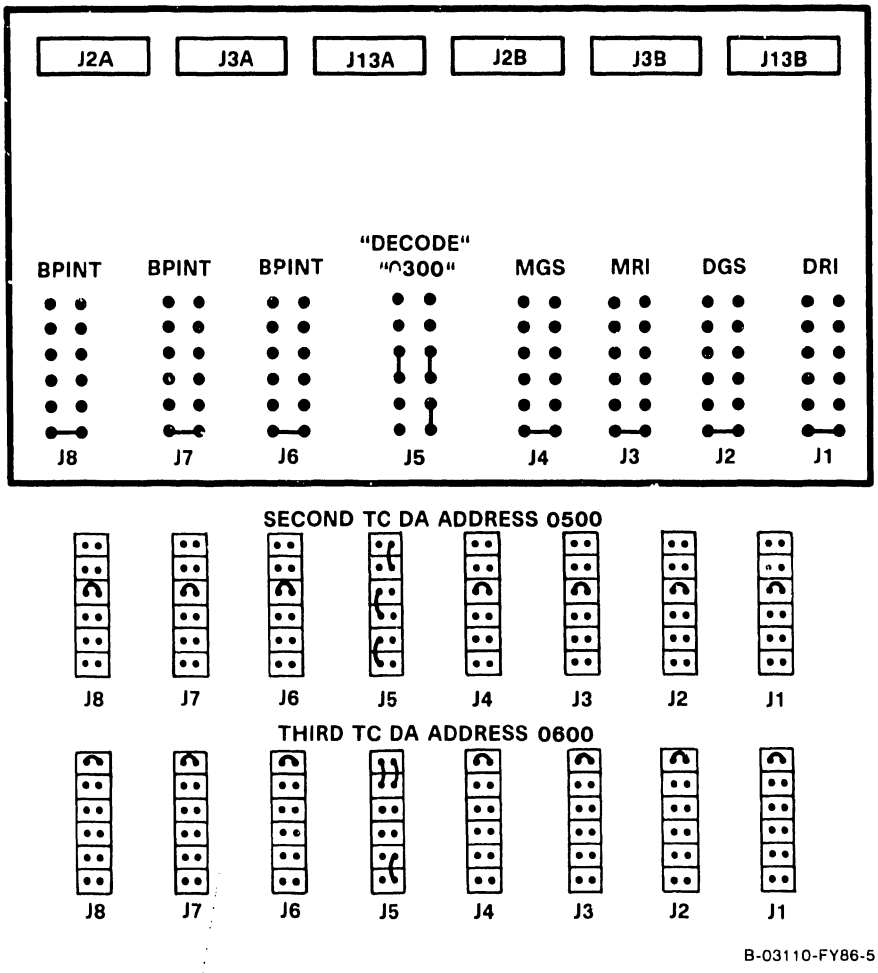
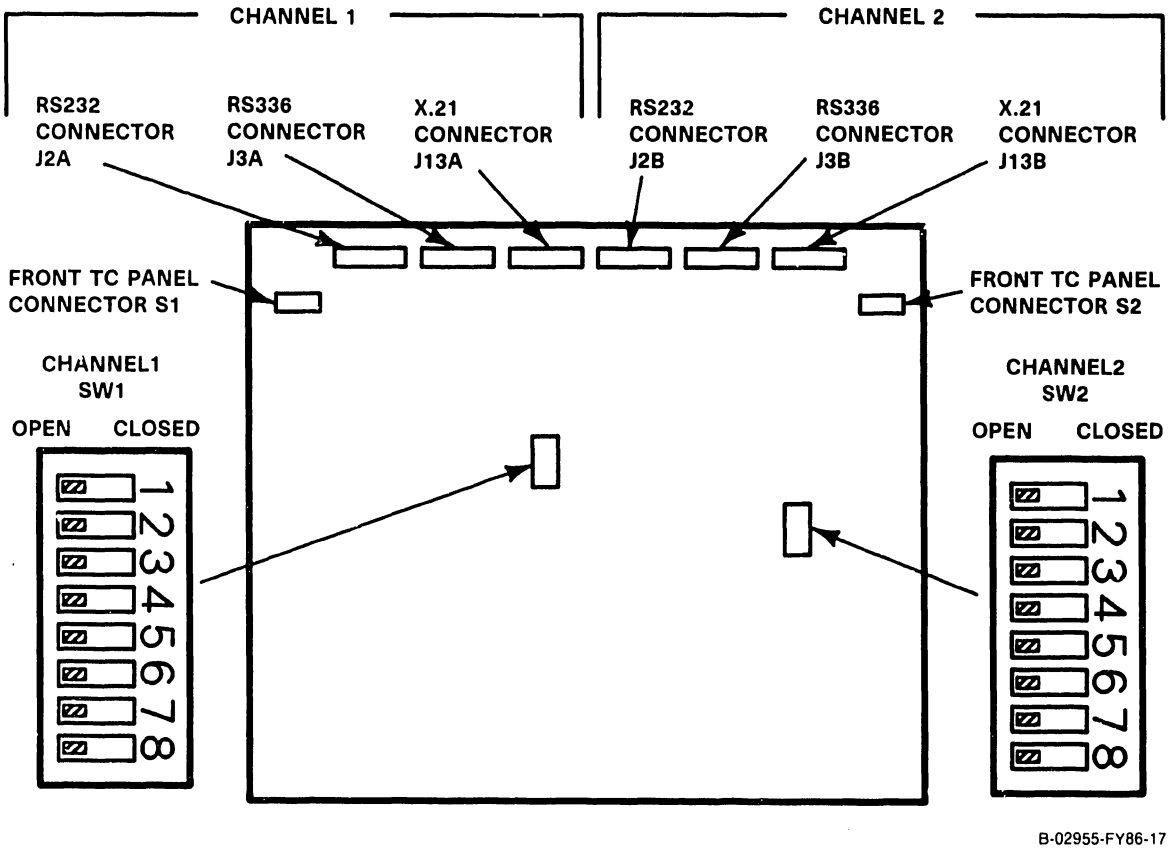

Figure 7-17. TC DA 2-Port Board (210-9637) Jumper Locations/Positions
Figure 7-18. TC DA 2-Port Board (210-9637) Switch Settings/Location
3) After checking jumper locations/positions (figure 7-17) and switch settings (table 7-7, figure 7-18), install the new TC DA 2-Port board half-way into the card cage and reconnect the TC front panel cables.
The TC DA 2-Port board contains two switches denoted SW1 and SW2. Switch SW1 is the mode select switch for channel 1 and Switch SW2 is the mode select switch for channel 2. Normal operation requires all switches to be in the Off (open) position unless the X.21 Interface Option is installed. Refer to table 7-7 for switch definitions and figure 7-18 for switch locations.